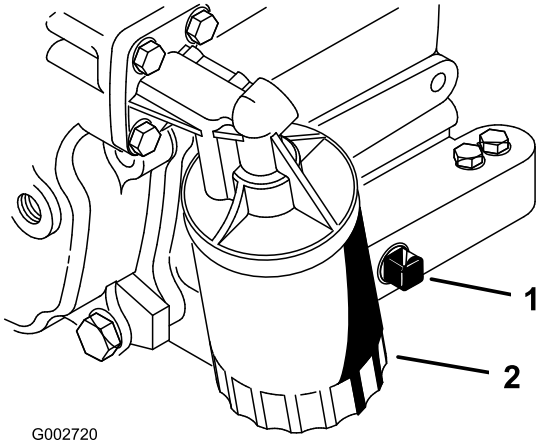

Figur 25
2. Afmonter den bageste aftapningsprop (Figur 25), og lad olien løbe ned i en drænbakke. Monter aftapningsproppen igen, når olien holder op med at løbe.
3. Fjern oliefilteret (Figur 25). Påfør et let lag ren olie på den nye filterpakning.